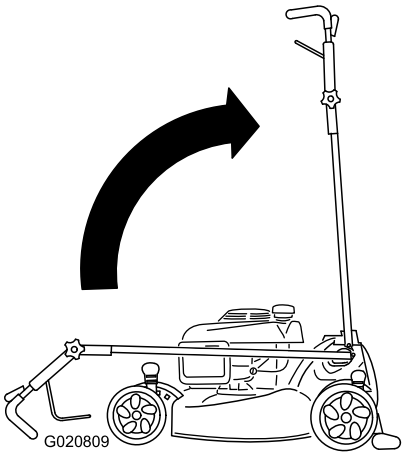

Figur 52
2. Sæt håndtaget i den lodrette position (Figur 52).